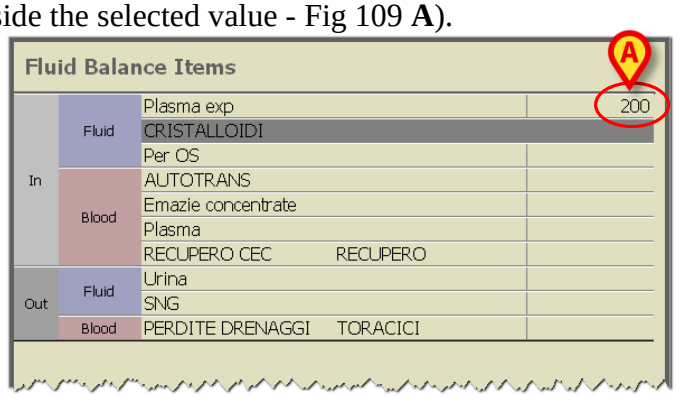

Fig 109
- Click either the **Return** button on the workstation keyboard or the ⇩ button on the virtual keyboard to confirm the specified value. The specified value appears on the table on the right (alongside the selected value - Fig 109 **A**).